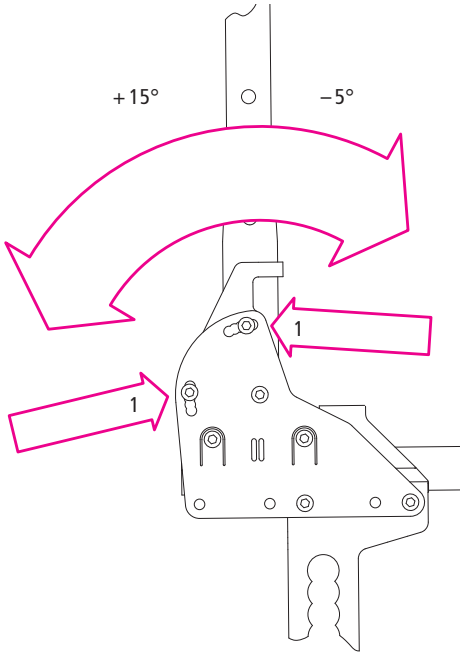

afb. 45
1. Draai beide bouten (1, afb. 45) los en verwijder ze volledig.